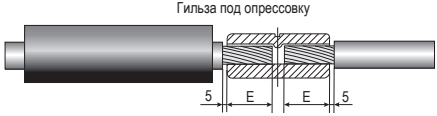

Рисунок 10
4.26.1 Удалить изоляцию с жил на длине E+5 мм (рисунок 10).